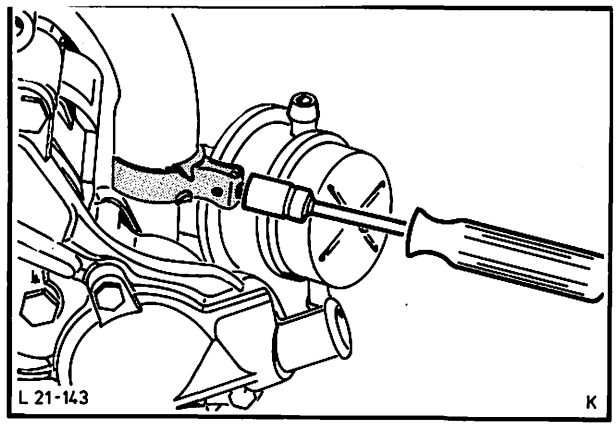

Abb. 85 Bypass-Schlauch am Thermostatgehäuse entfernen
7. Verbindungsschlauch Wasserauslaßstutzen-Startautomatik und Bypass-Schlauch am Thermostatgehäuse entfernen, Abb. 85.